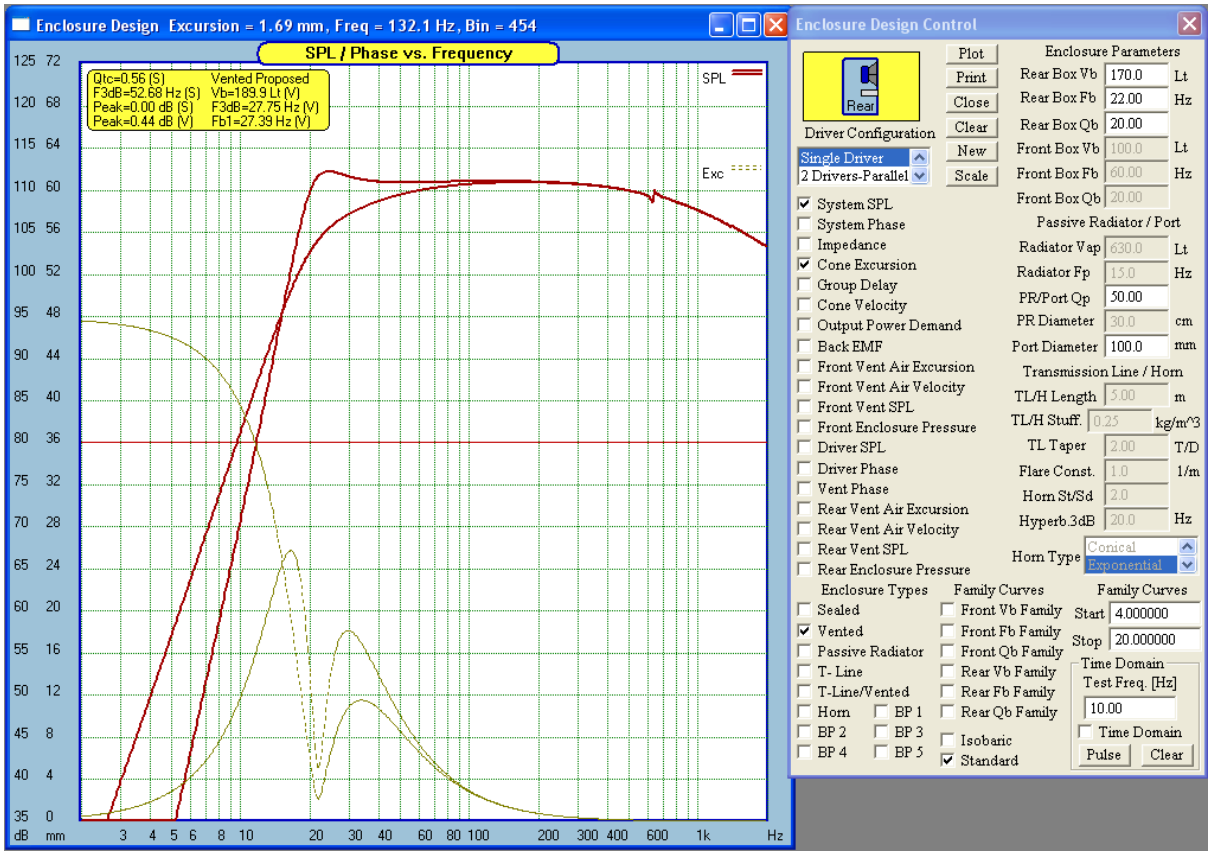

Fig 4.10 Vented enclosure "Unassisted" and with EQ Circuit.
4. **Four drivers connected in series/parallel** (Quad Box). In this configuration, the efficiency of combined woofer drivers is 6dB higher than that of single driver. Vas(total) and power handling are four times that of the single driver. Input impedance is the same as the single driver’s impedance Please note, that midrange drivers may have sealed pots already attached, hence Vas considerations may not be relevant. Also, mutual radiation impedance may not be applicable to midrange drivers. Configuration can be changed from a list box provided on the right side of the ‘Enclosure Design’ screen and user’s choice will be saved in the data file. The effect of mutual radiation impedance will be more evident at lower frequencies, resulting in the 3dB efficiency gain mentioned above. Fig 4.10 shows, that for a separation of 1 meter between the drivers, the 3dB gain was maintained up to 100Hz for this particular sealed system with two drivers connected in parallel. The weighting factor used for modelling the mutual radiation impedance is expressed below.
The filter can be built using any popular, low noise operational amplifier and can be inserted in the audio path just prior the main power amplifier. The all-important system responses are evaluated at 100W input power fed into the loudspeaker. As previously explained, plotted curves represent system performance after the temperature of all components has stabilized. Figure 4.10 shows the relevant transfer functions. It is immediately observable that even at the equalization peak (562W input power), the cone excursion is well within the safe operating range, at around 24mm maximum linear displacement for this long-throw woofer. The -3dB low-end cut-off point of the combined system moved down to 17Hz (from 30Hz for un-equalized system), which is better than was expected. Usage of the high-pass filter has visibly dramatic effect on the cone excursion at very low frequencies, providing excellent protection for the driver. Generally, this system would pass as a very good subwoofer. As far as input power is concerned it would be advisable to check if one could operate the model system at 560W of power (100W system or 560W peak).